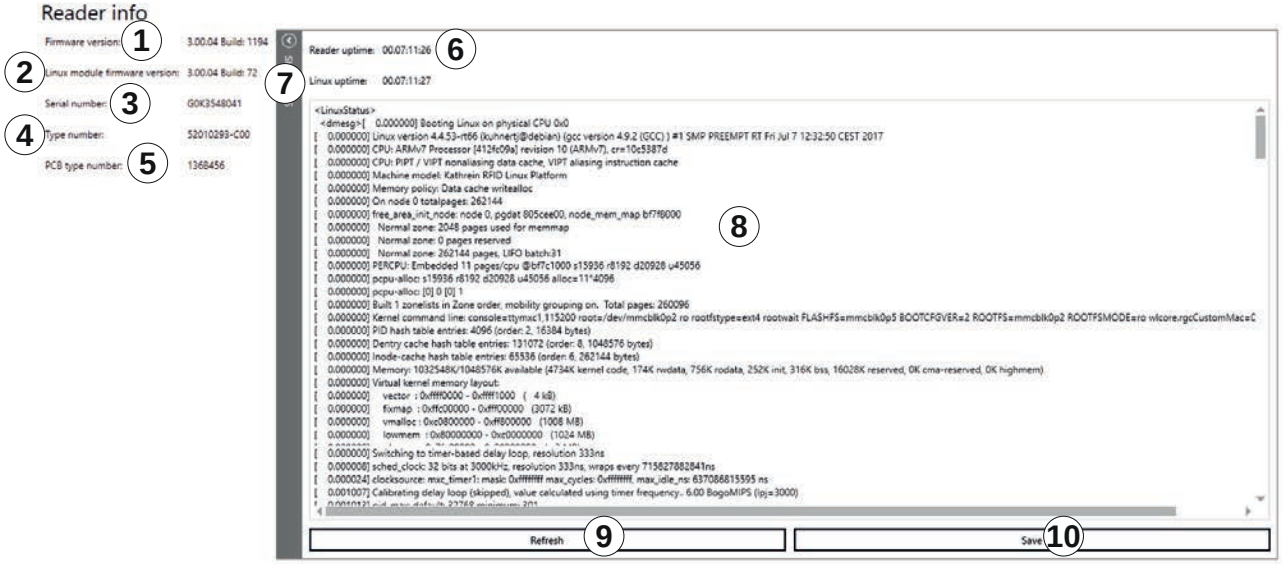

Fig. 44: Info: reader info
1. In the Ethernet section, click the box next to the lock symbol (① in *Fig. 44*).
2. Click *Search for Readers* (②) or *Connect* (③).